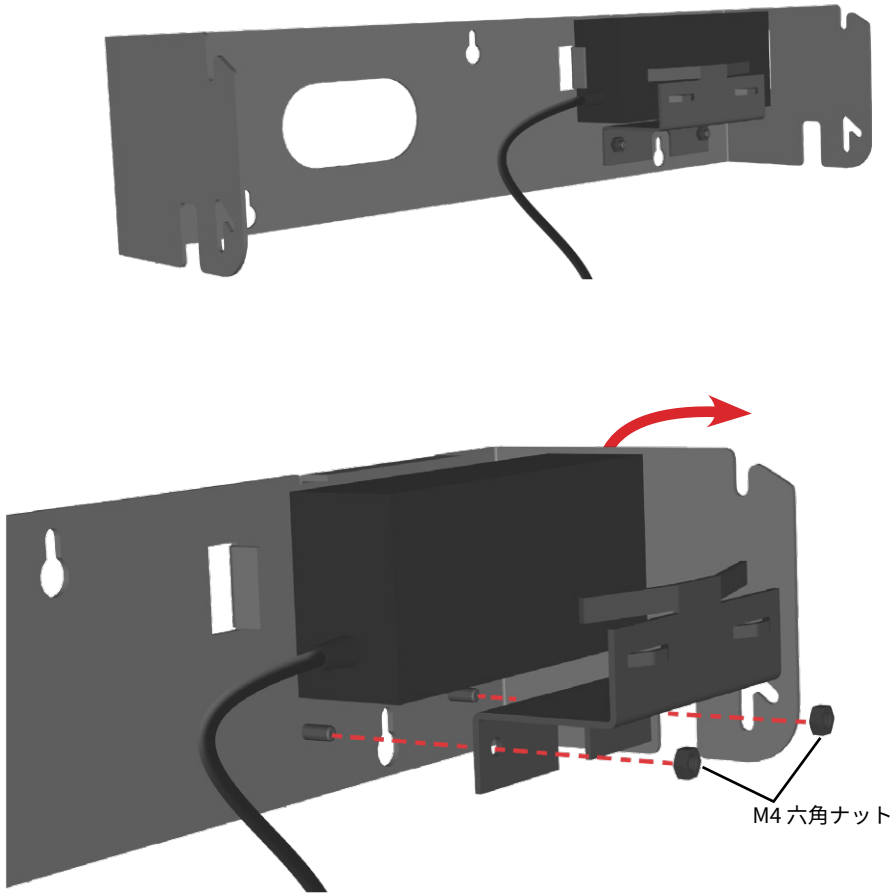

図 2 電源と電源サポートブラケットを取り外す
2. 電源と電源サポートブラケットをウォールマウントブラケットから取り外します（図 2）。